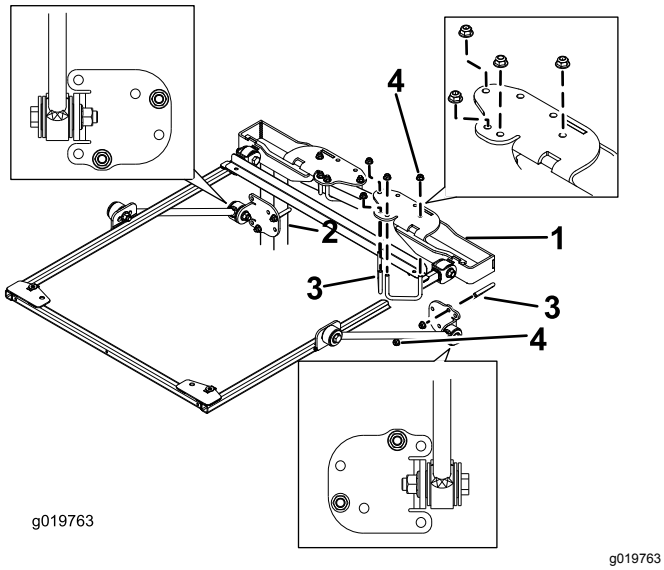

Figura 9
9. Coloque los soportes de montaje del ROPS encima de la barra antivuelco de la unidad de tracción (Figura 9).
10. Usando los taladros de montaje indicados en Figura 9, monte cada soporte de montaje del ROPS en la parte superior de la barra antivuelco con 2 abrazaderas (2¾") y 4 tuercas con arandela prensada.
11. Usando los taladros de montaje indicados en Figura 9, sujete provisionalmente cada uno de los soportes de los tirantes a los postes de la barra antivuelco con 1 abrazadera (2¾") y 2 tuercas con arandela prensada.